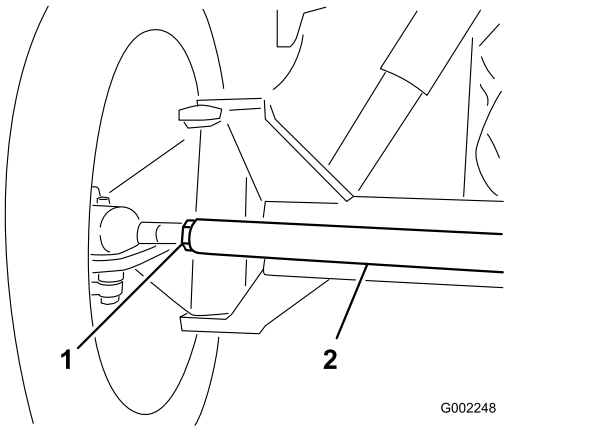

Bild 102
3. Wenn der Wert nicht im angegebenen Bereich liegt, lösen Sie die Klemmmuttern an beiden Ende der Spurstange (Bild 102).